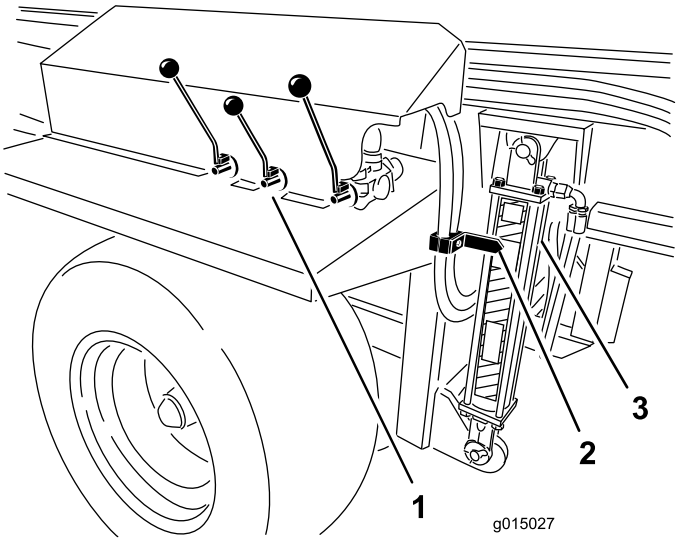

**Rysunek 35**
Za pomocą elementów sterujących układu hydraulicznego w modelu SH lub sterownika bezprzewodowego w modelu SH, wyreguluj siłowniki hydrauliczne głównego kosza samowyładowczego, aż strzałka wyrówna się z częścią ZIELONĄ na etykiecie siłownika hydraulicznego (Rysunek 35).
**Ważne: Podczas jazdy bez rozprowadzania podnieś maszynę na maksymalny bezpieczny zakres jazdy i wyłącz podwójny rozrzutnik (Rysunek 35).**